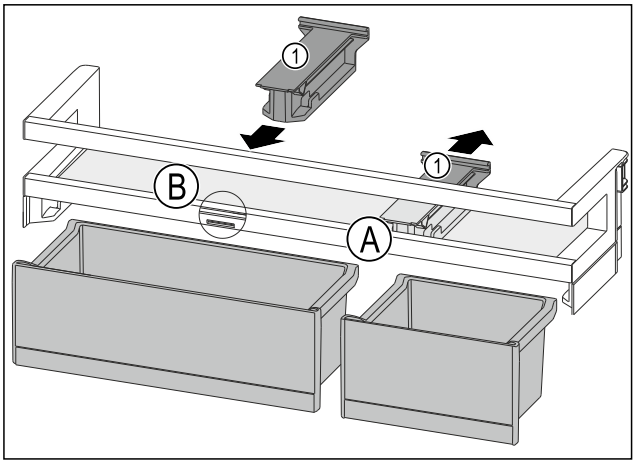

Fig. 158
- ▶ Take off the holding part *Fig. 158 (1)* in position *Fig. 158 (A)* backwards.
- ▶ Insert the holding part *Fig. 158 (1)* in position *Fig. 158 (B)*.